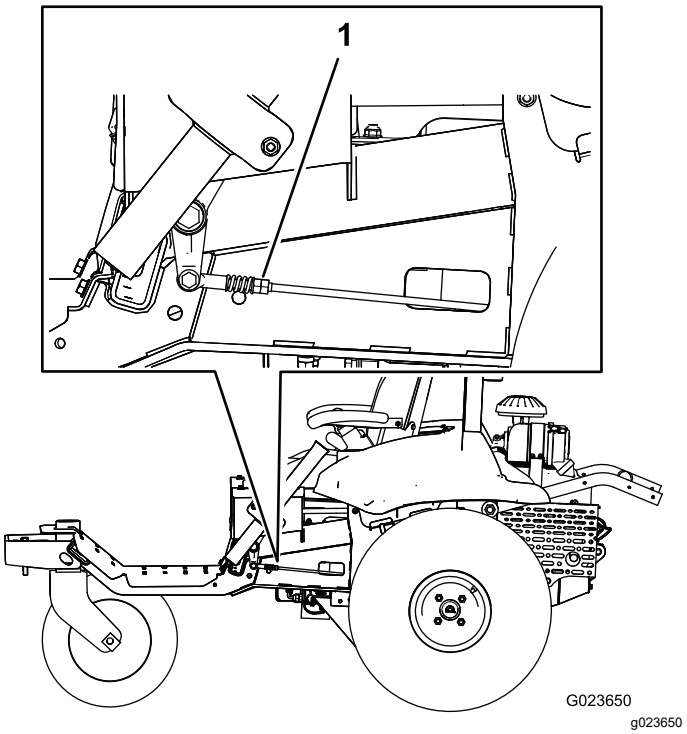

Figuur 60
7. Draai aan de ene kant van de machine traag aan de dubbele moeren van de verbinding (Figuur 60) tot het wiel aan die zijde gaat draaien. Draai de dubbele moeren vervolgens in de andere richting tot het wiel in de andere richting gaat draaien.